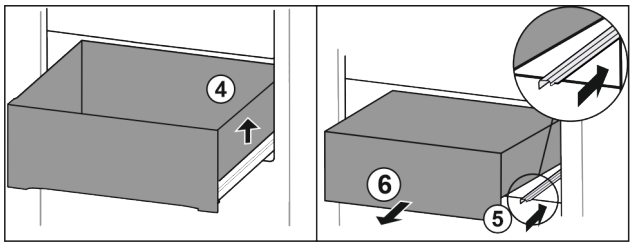

Fig. 160
▶ Soulever le tiroir sur la droite. *Fig. 160 (4)*
▶ Rentrer le rail de droite. *Fig. 160 (5)*
▶ Retirer le tiroir par l'avant. *Fig. 160 (6)*